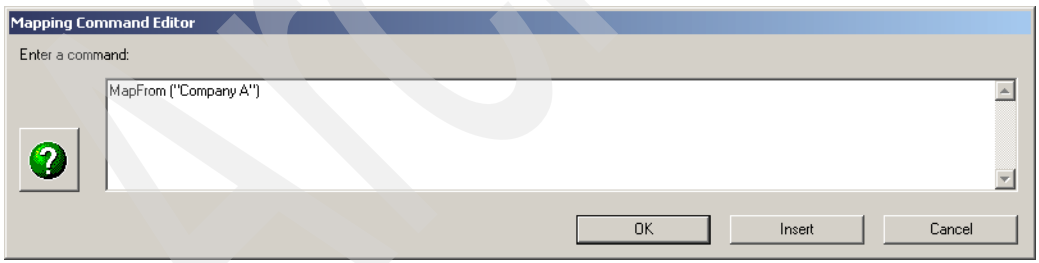

Figure 15-45 Overwrite expression
10. Overwrite the expression value in the Mapping Command Editor with the string `Company A` and click **OK** (Figure 15-45).